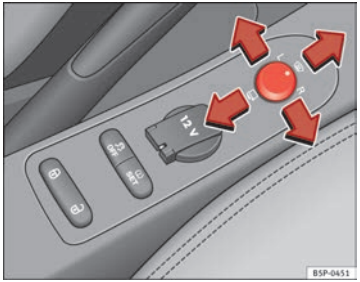

Fig. 90 Controls of exterior mirrors
1. Turn knob ⇒ Fig. 90 to position **L** (**left exterior mirror**).
– Turn the control ⇒ Fig. 90 to position to fold in the exterior mirrors. You should always fold in the exterior mirrors if you are driving through an automatic car wash. This will help prevent damage.